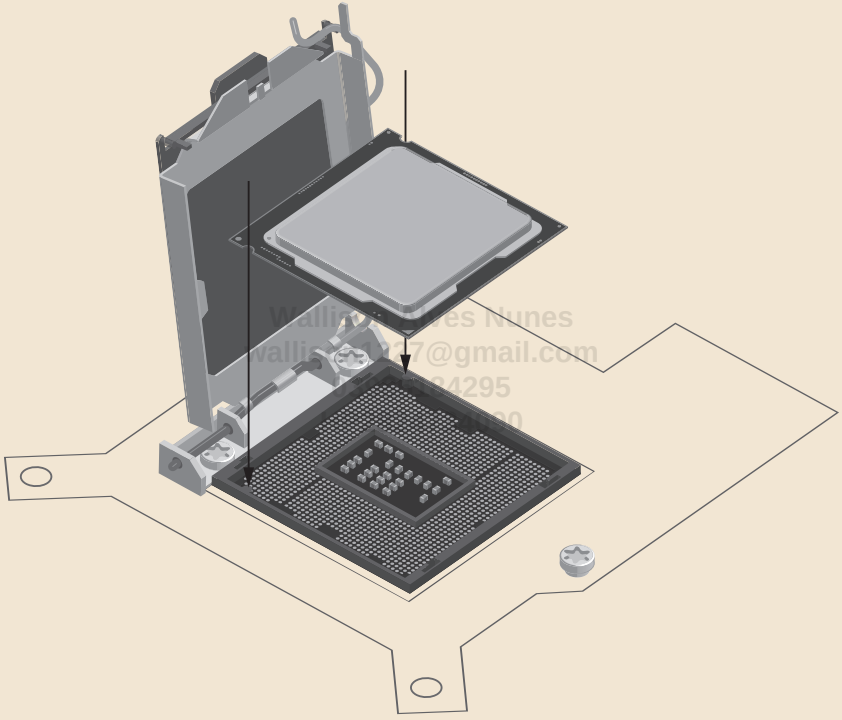

Figura 15.30: Alinhe o processador com o soquete.
5. Segure o processador acima do soquete, fazendo com que os pinos plásticos delimitadores existentes no soquete fiquem alinhados com os chanfrados existentes no corpo do processador. Ver Figura 15.30. Se as ranhuras presentes em seu processador não coincidirem com os pinos delimitadores do soquete da placa-mãe em qualquer posição que você tente, significa que você está tentando instalar o processador em um soquete incompatível.